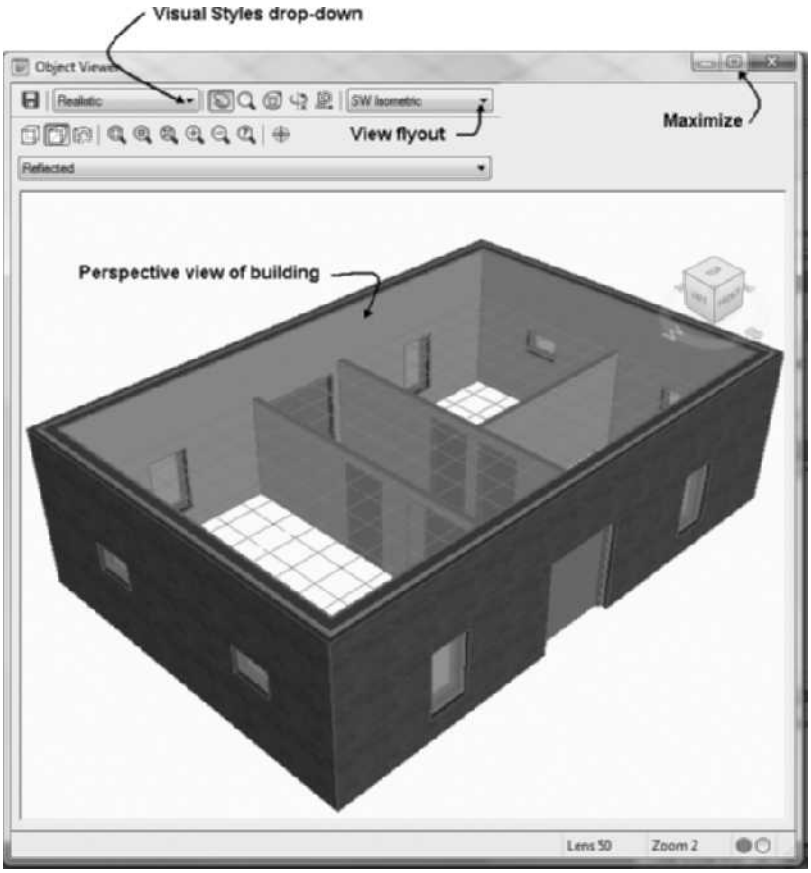

FIGURE 1.62 *Building displayed in Object Viewer*
33. Move the cursor to the graphics screen of the Object Viewer, right-click, and choose **Projection** > **Perspective** from the shortcut menu. The building should be displayed in the viewer as shown in Figure 1.62.